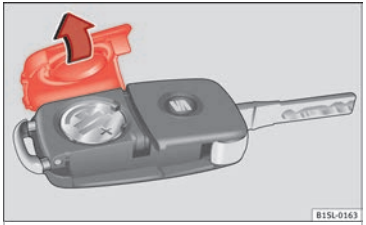

Fig. 42 Vehicle key: battery compartment cover
The battery is located to the rear of the vehicle key, under a cover ››› **Fig. 42**.
- Remove the cover from the back of the vehicle key ››› **Fig. 42** in the direction of the arrow ››› ❗.
- Fit the battery compartment cover, pressing in the direction of the arrow as shown ››› **Fig. 42** until it clicks into place.